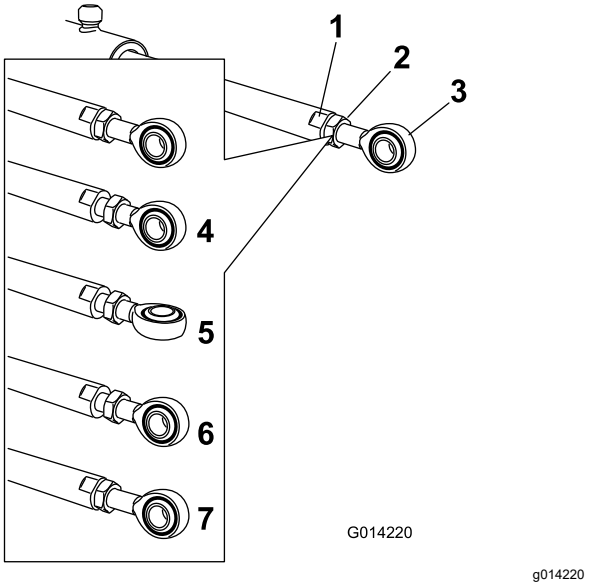

Figure 65
5. Placez une clé sur les méplats de la tige de vérin pour l'immobiliser, puis desserrez l'écrou de blocage pour pouvoir ajuster la tige à œillet (Figure 65).
6. Tournez la tige à œillet dans la tige du vérin pour raccourcir ou allonger le vérin déployé à la position voulue (Figure 65).